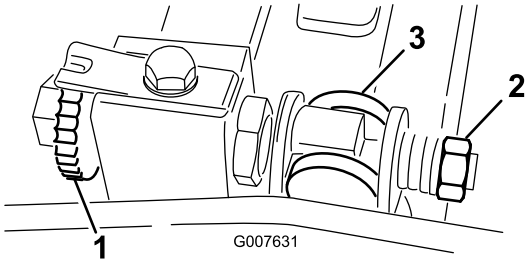

Figur 55
1. Drej bundtværstangens justeringsskrue mod uret for at føre bundkniven væk fra knivcylinderen (Figur 55).
2. Før fjederspændingsmøtrikken bagud, indtil spændeskiven ikke længere sidder stramt mod bundtværstangen (Figur 55).